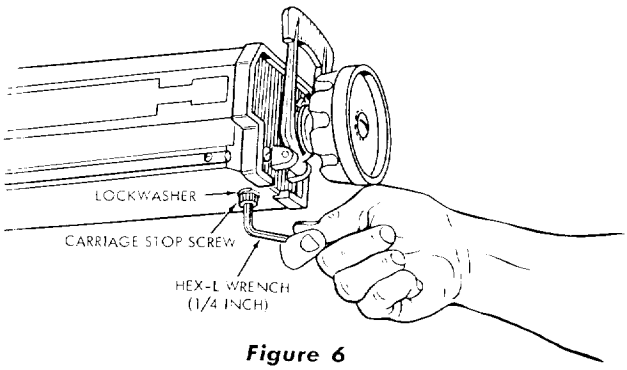

Figure 6
c. Refer to figure 6 and, with a 3/16-inch hex-L wrench, remove the carriage stop screw and lockwasher.
e. Install and tighten the carriage stop screw and lockwasher. (See figure 6.)